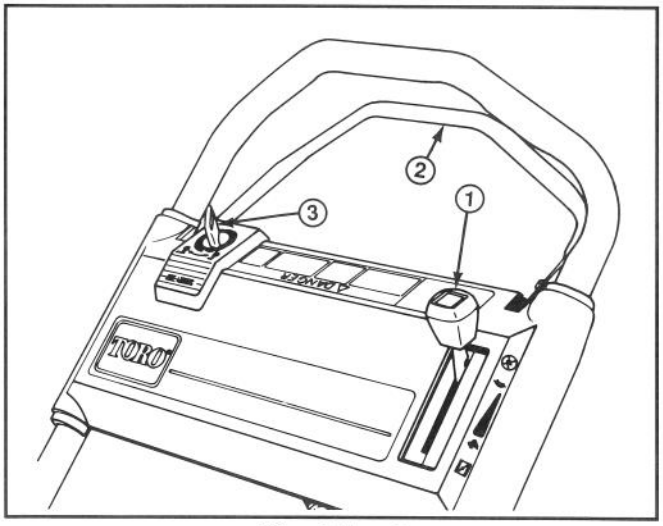
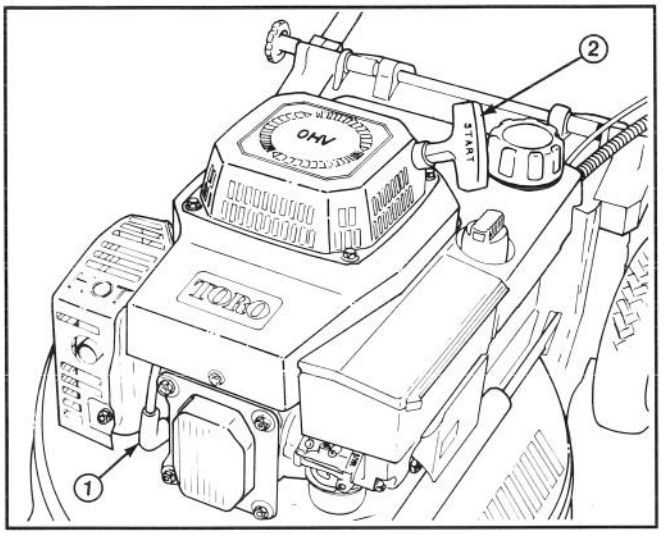
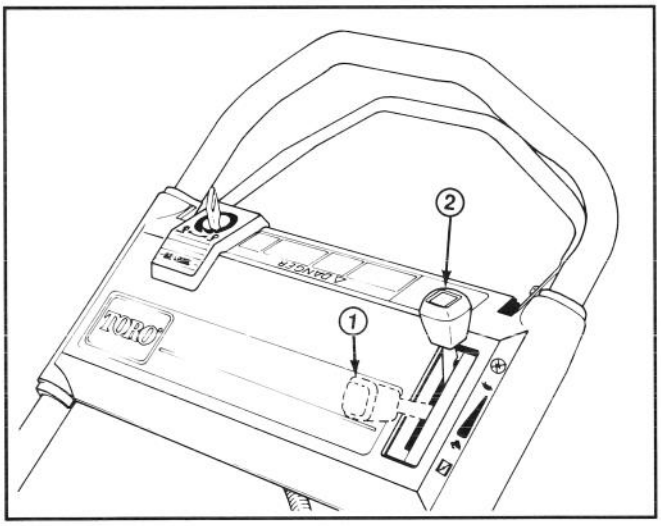

Afbeelding 8
Afbeelding 9
Afbeelding 10
BEDIENINGSSYSTEMEN—Contactsleutelschakelaar (Elektrisch startmodel), gasklep en zelfaandrijvingsstang bevinden zich op de bovenste hendel (Afb. 8). Vingertop-starter bevindt zich op de motor (Afb. 9).
1. Duw de draad op bougie (Afb. 9).
2. KEY-LECTRIC STARTEN (Elektrisch startmodel)—Zet de gasklep op CHOKE (Afb. 10). Draai de sleutel (Afb. 8) op START en laat los, wanneer de motor begint te draaien. Zet de gasklep op FAST of regel de motorsnelheid naar wens. Indien de accuspanning te laag is om de motor te starten, de repeteerstarter gebruiken (Afb. 9).
3. MANUEEL STARTEN—Zet de gasklep op CHOKE (Afb. 10). Trek de repeteerstarter op de motor uit tot het touw strak staat en trek vervolgens krachtig om de motor te starten. Als de motor start, de gasklep op FAST zetten of de rijsnelheid naar wens afstellen.
4. STOPPEN (Afb. 10)—Om de motor uit te schakelen, de gasklep achteruit in de ENGINE OFF stand zetten. Trek de draad uit de bougie wanneer de maaier onbewaakt wordt achtergelaten of niet wordt gebruikt.